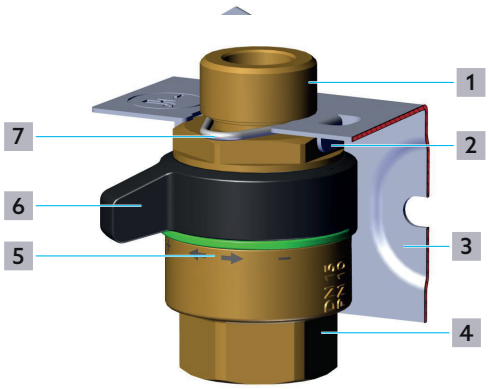

Abb. 1: Aufbau Anschluss- und Absperrset
Die Aufkantung im Halteblech (Abb. 1 auf Seite 6 (2)) erleichtert den Einbau der Ventile. Richten Sie den Sechskant am Ventil so aus, dass Sie das Ventil entlang der Aufkantung in das Halteblech einführen können (siehe Abb. 1).